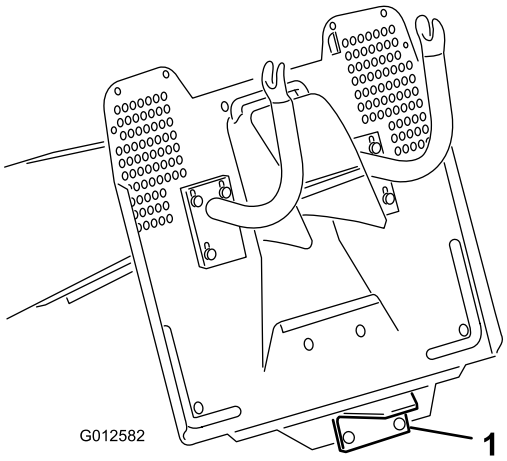

Figur 19
2. Monter udstyret på bugsertrækket, der sidder på den nederste del bag på maskinen (Figur 19).